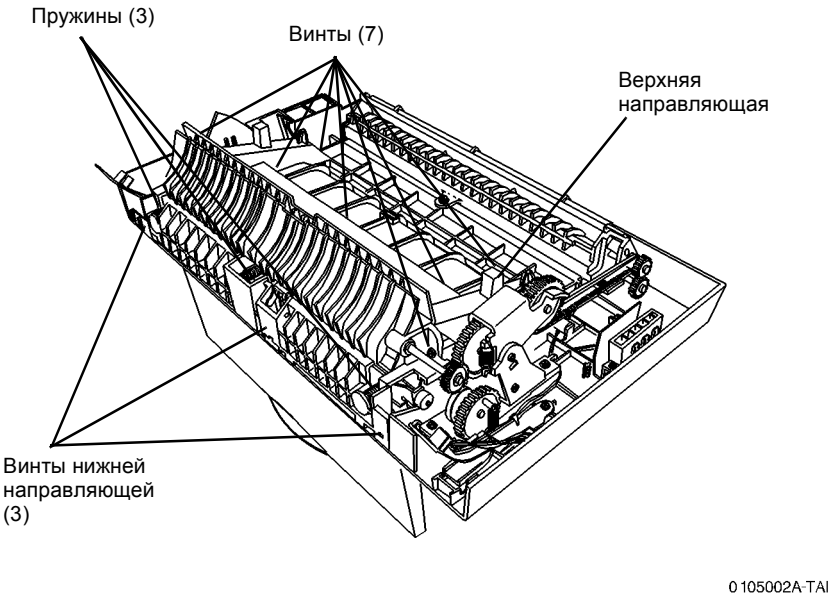

Рисунок 6 Установка нижней и верхней направляющих
3. Заверните винты нижней направляющей (3), установите пружины (3), верхнюю направляющую и заверните винты (7) (Рисунок 6).